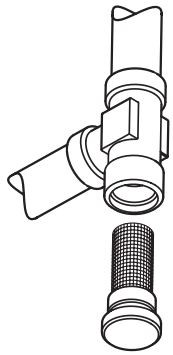

Fig. 25/a
5.8 CLEANING THE C.H. WATER FILTER (fig. 25/a)